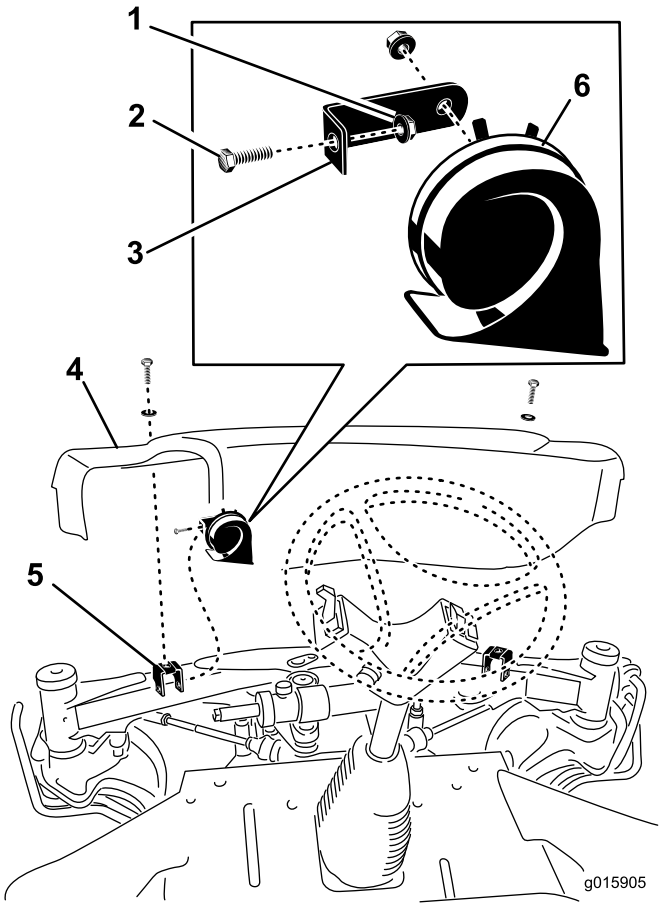

Figure 8
1. Retirez les (2) vis et rondelles qui fixent le couvercle avant aux supports d'essieu avant (Figure 8). Déposez le couvercle avant.
2. Montez le support d'avertisseur sonore sur le support de couvercle gauche avec la vis 5/16 x 3/4" et l'écrou à embase 5/16" (Figure 8).
4. Après avoir connecté le faisceau de câblage à l'avertisseur sonore, fixez le couvercle avant à l'essieu avant avec les (2) vis retirées précédemment.